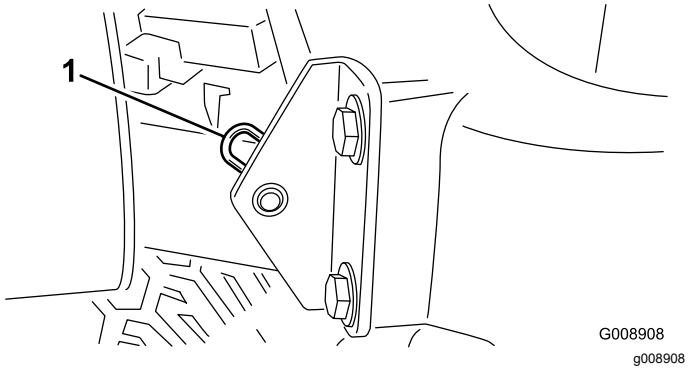

Figur 43
2. Ta bort hårnålssprinten som fäster motorhuvstappen till fästskivorna (Figur 43).